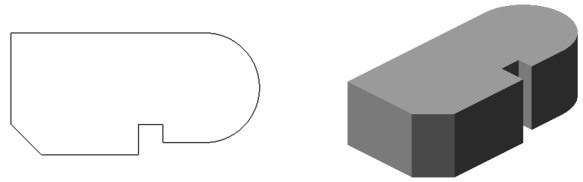

Рис. 90.3. Эскиз и элемент, образованный операцией выдавливания
- **Выдавливание** эскиза в направлении, перпендикулярном его плоскости (рис. 90.3).